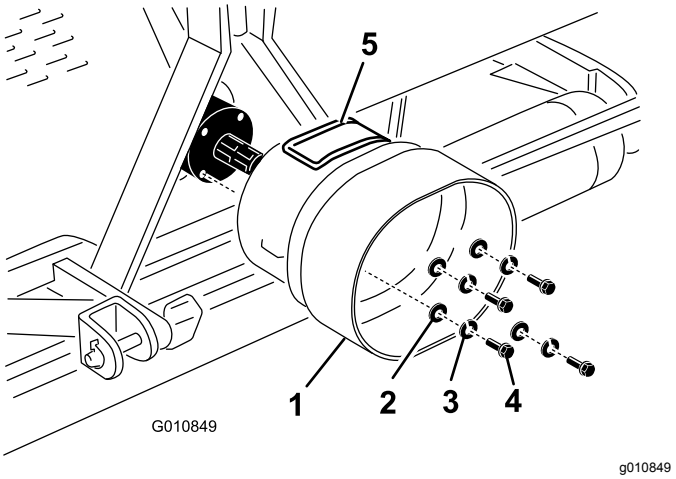

Figur 22
1. Fjern de 4 bolte, låseskiver og underlagsskiver, der er fastgjort på enden af dybdelufterens gearkasse (Figur 22).
2. Monter kraftudtagsskærmen på dybdelufterens gearkasse med fastgørelsesanordningerne, der blev fjernet tidligere (Figur 22).
Vend adgangspanelet (Figur 22) på kraftudtagsskærmen op eller til siden afhængigt af dybdelufterens rammekonfiguration.
Bemærk: Du kan åbne adgangspanelet (Figur 22) for at gøre det nemmere at fjerne og montere kraftudtagsakslernes fastgørelsesanordninger.